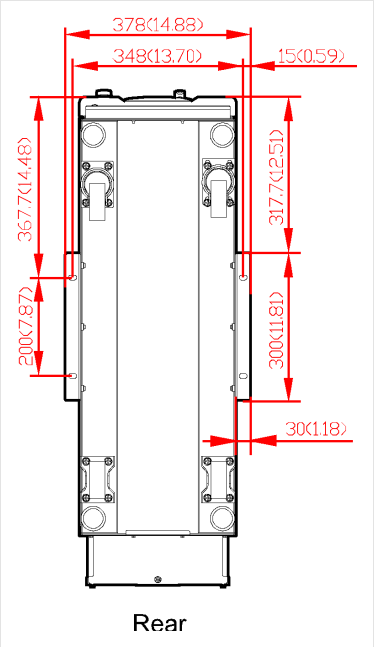
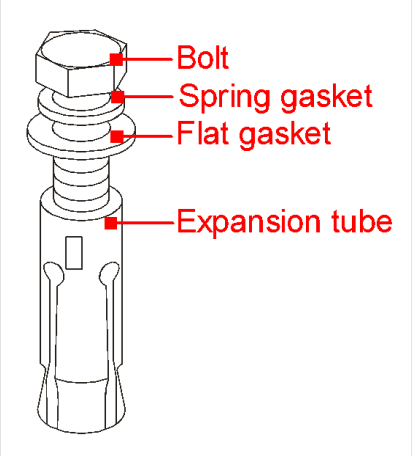

FIGURE 4-8 Mounting holes of the support plates, bottom view, mm (in)
FIGURE 4-9 M8 expansion anchor: bolt, spring washer, flat washer, expansion sleeve
2. Drill four 0.39 in (10 mm) holes in the floor with a hammer drill, at the positions of the mounting holes of the support plates (Figure 4-8; tolerance ±0.08 in / ±2 mm), and fit M8 expansion anchors (Figure 4-9).